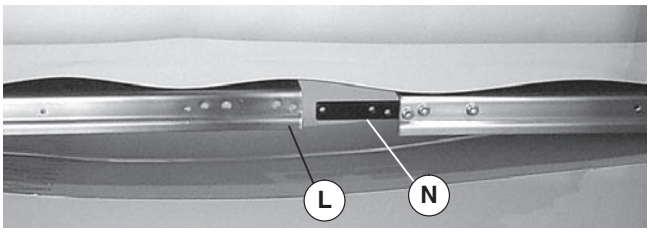

Figure 6
4. Place conveyor frame (Figure 6, item L) into belt loop.